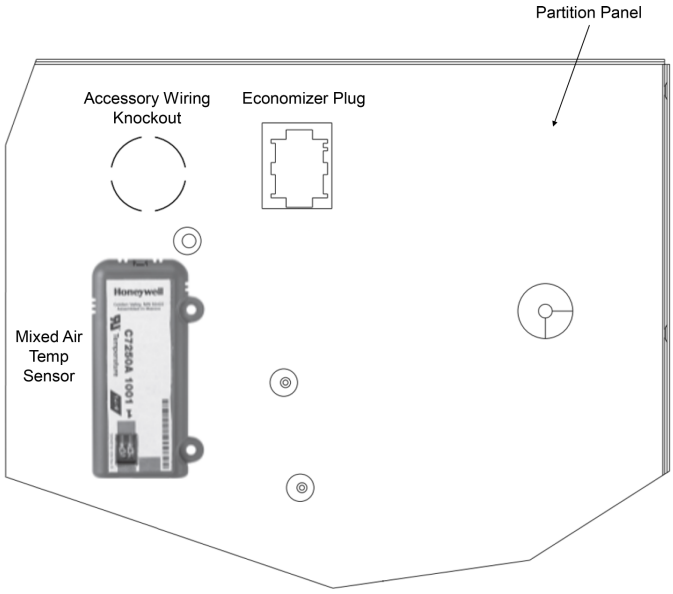
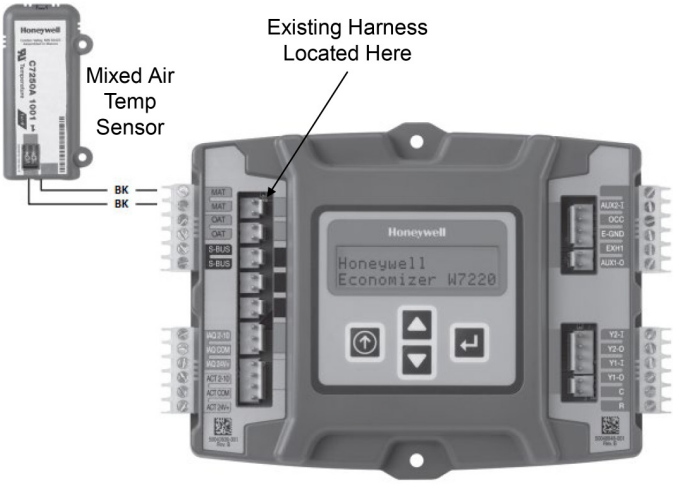

Figure 19
Figure 20
5. Some gas units may not have a factory installed mixed air temperature harness in the blower compartment. In this case, install the mixed air temperature sensor in the return air compartment (see Figure 19 for mounting location). Use the 2 cutting screws provided with the kit to mount the sensor. Disconnect the existing mixed air temperature sensor wire harness from the Climatex ECO control module. Locate the mixed air temperature wire harness packaged with the sensor and connect one end to the mixed air temperature sensor and the other end to the Climatex ECO module (see Figure 20). Secure the disconnected mixed air temperature harness so that it does not interfere with any moving parts.